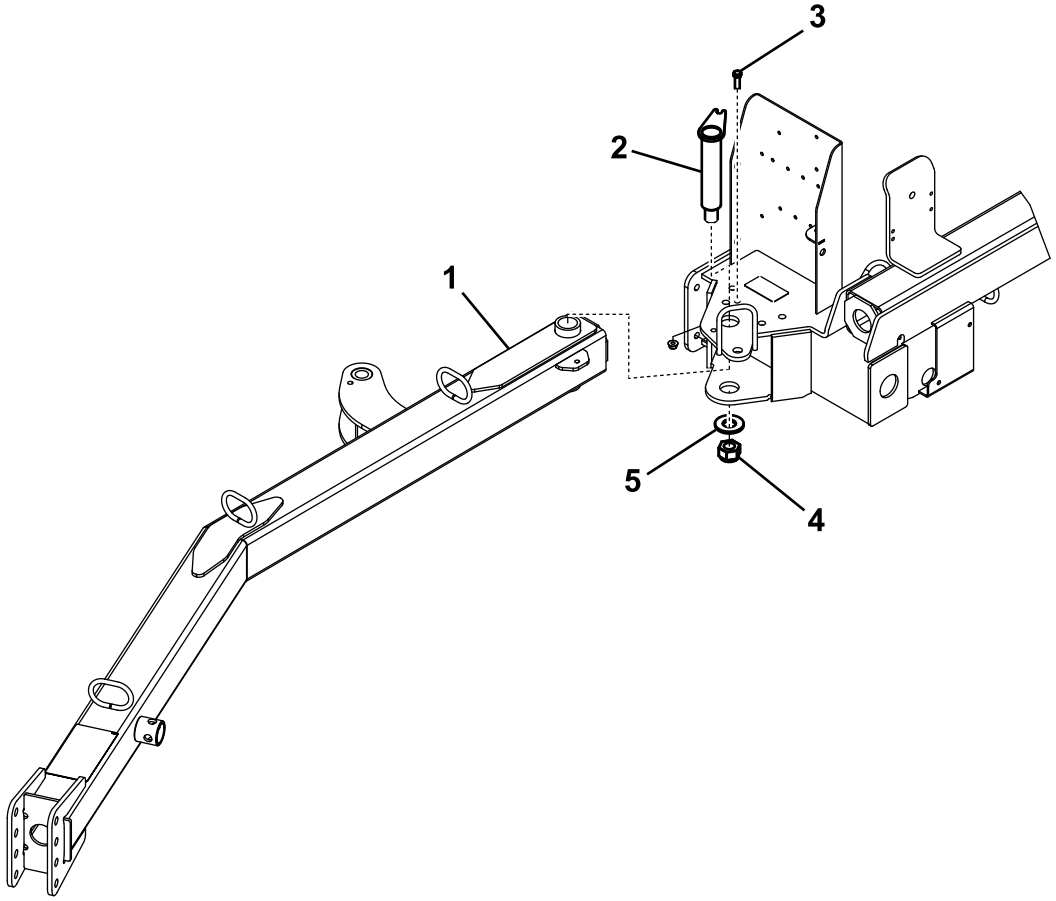

Figur 3
1. Før inn den bakre enden av koblingsarmen mellom monteringsplatene på oppsamleren mens du innretter monteringshullene (Figur 3).
2. Før koblingtappen gjennom monteringsplatene og koblingsarmen (Figur 3).
3. Fest toppen av koblingstappen til monteringsplaten med en bolt (3/8 x 1 1/4 tomme) og en låsemutter (3/8 tomme) (Figur 3).
4. Fest bunnen av koblingstappen med en stor skive, stor mutter og setteskrue med firkantet hode (Figur 3).